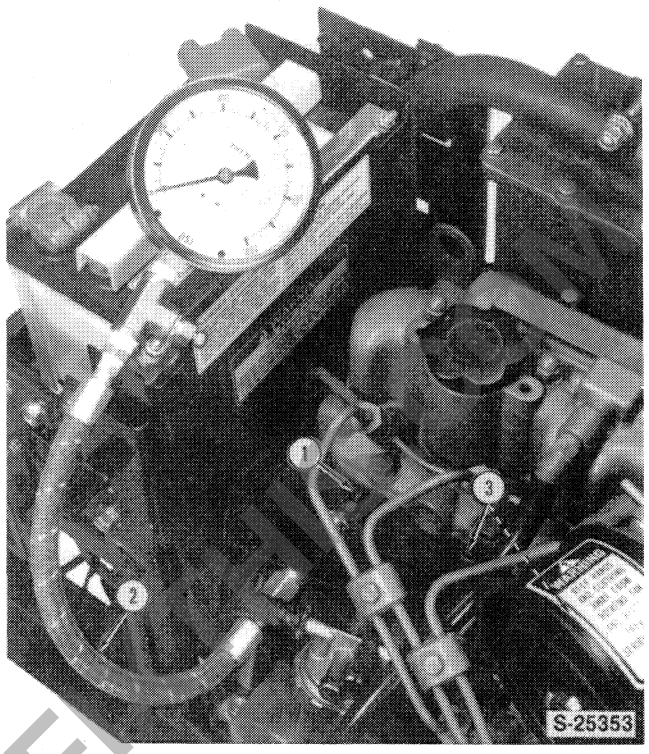

**FIGURE 1-127**
1. Remove the wire, 1, Figure 1-127, from the fuel pump solenoid.